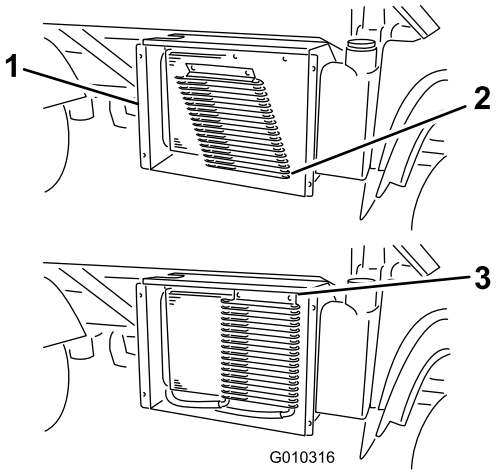

**Figur 59**
3. Roter låsen og drej oliekøleren væk fra køleren (Figur 59), hvis det er monteret således .